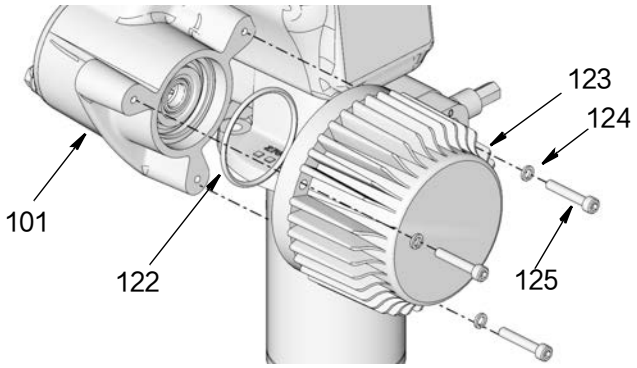

图 59
2. 在 O 形圈 (122) 上抹上薄薄一层润滑脂。将 O 形圈安装到电机 (123) 中 （ 图 59 ）。
3. 使用螺丝 (125) 和垫圈 (124) 安装新电机 (123) （ 图 59 ）。用扳手牢牢固定螺丝。用 17 – 19 英尺磅 （ 23 – 25 牛 • 米 ）的扭力拧紧。